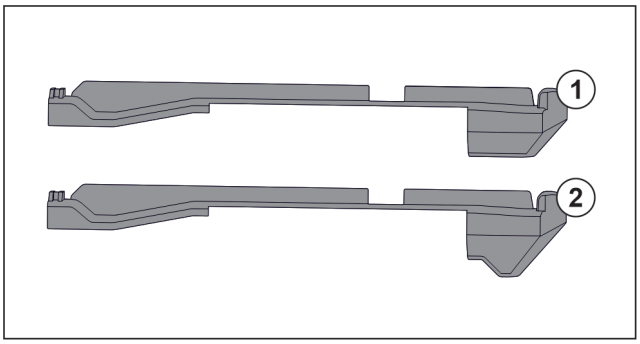

Fig. 150 Vergleich der Aufsteckteile
Im Gerät befinden sich zwei unterschiedliche Aufsteckteile. Das Aufsteckteil über dem untersten Schubfach *Fig. 150 (2)* hat eine dreieckige Kante. Alle anderen Aufsteckteile *Fig. 150 (1)* haben eine gerade Kante.
▶ Aufsteckteil *Fig. 150 (2)* mit der dreieckigen Kante über dem untersten Schubfach anbringen.
▶ Aufsteckteil *Fig. 150 (1)* mit der geraden Kante an allen anderen Stellen anbringen.